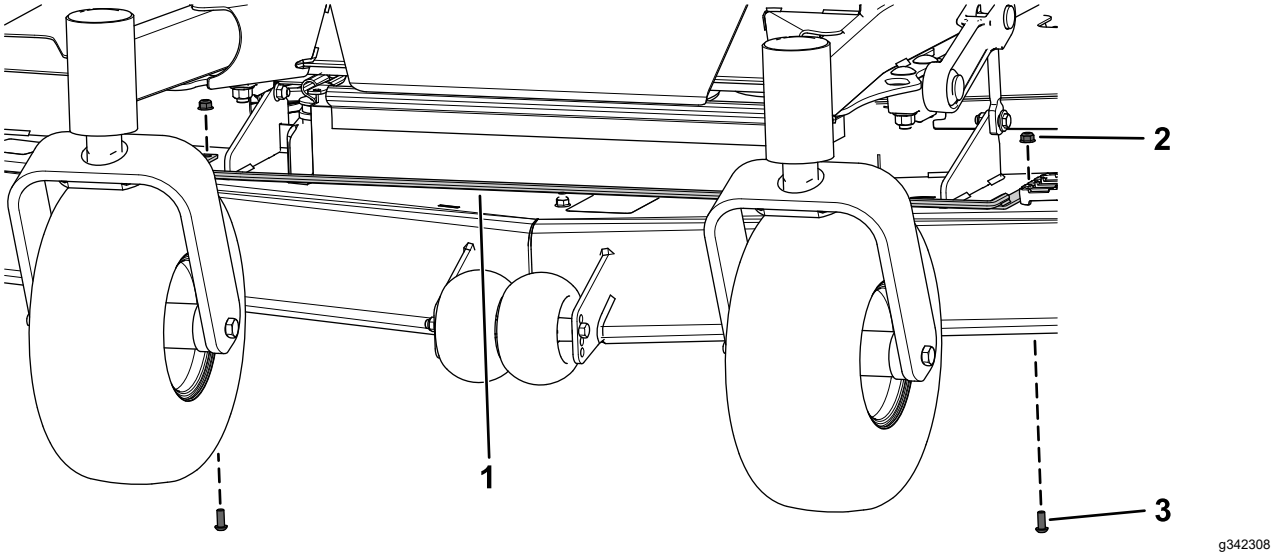

Figuur 15
4. Bevestig de voorste steunstang onderaan met de 2 eerder verwijderde bolkopschroeven (5/16" x ¾") en 2 flensmoeren (5/16") zoals getoond in Figuur 15.